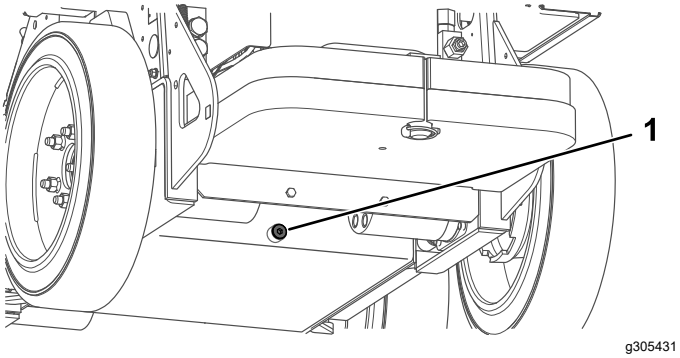

Figura 37
5. Scoatei buonul de golire din partea inferioară a rezervorului hidraulic i lăsai uleiul să se scurgă complet (Figura 37).